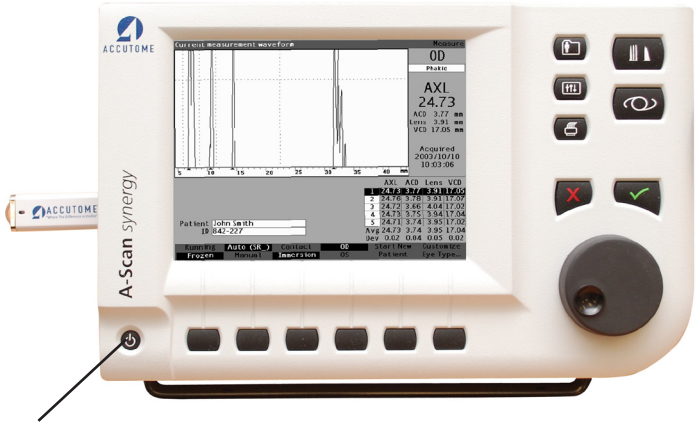

Figure 3-14 Turning on the Accutome A-Scan Synergy
1. Push the power button located at the bottom left corner of the instrument (see Figure 3-14 below). When you power on the Accutome A-Scan Synergy a splash screen will appear. The instrument will go through an initialization process and when completed will display the Measure Screen. The Accutome A-Scan Synergy will also beep once indicating that the